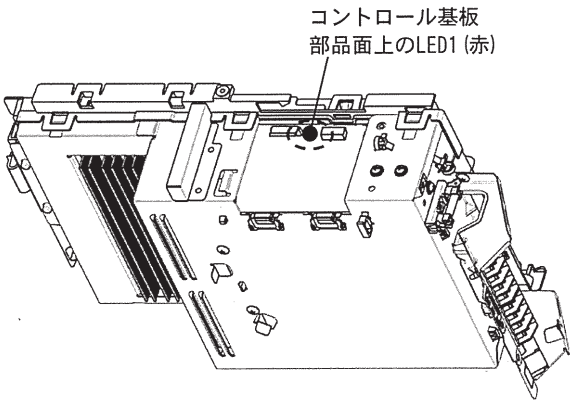

図3. LED位置
② 図3で示すC58端子間のDC電圧を測定し、10V以下であることを確認してください。